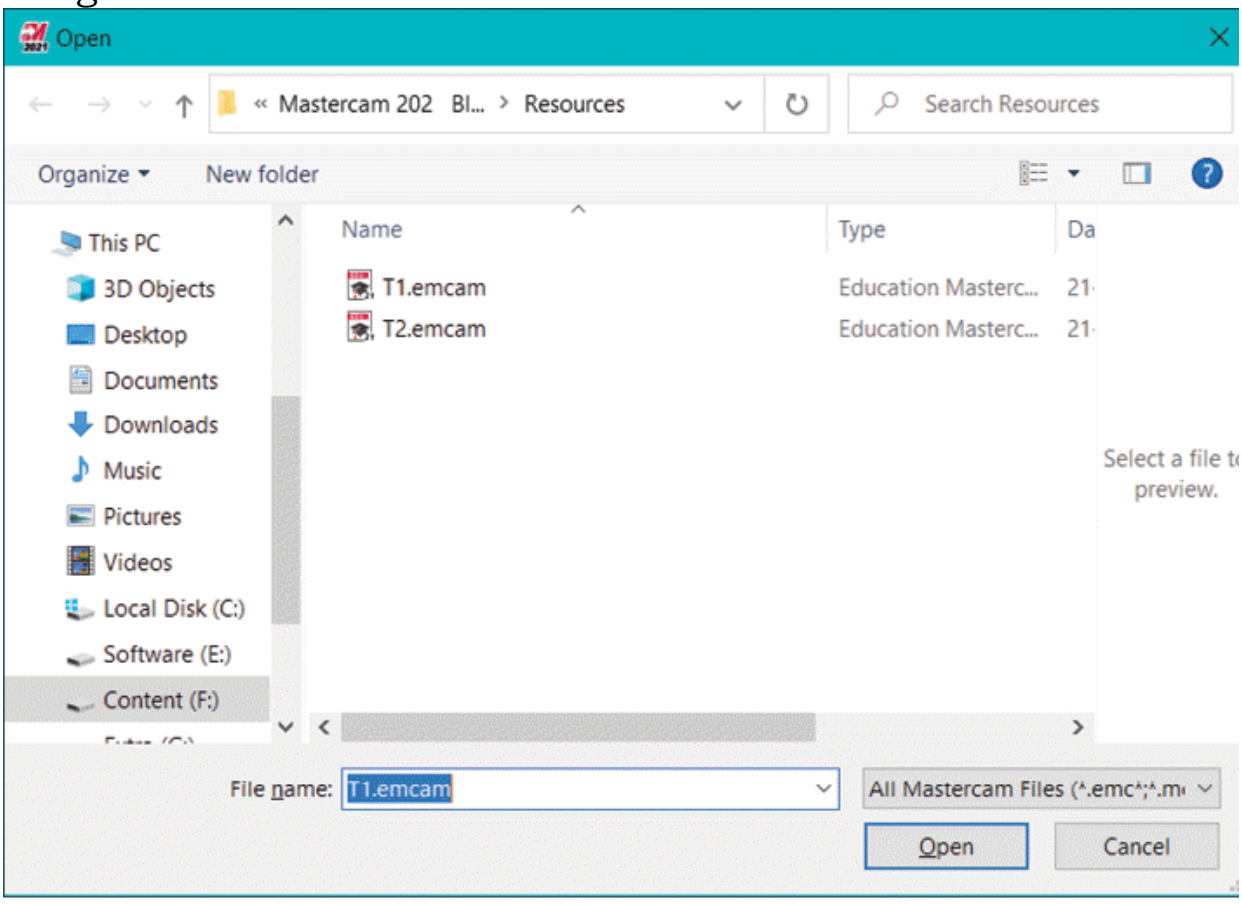

Figure-109. Open dialog box
- Start Mastercam and click on the **Open** button from the **Quick Access** toolbar displayed at top in the Application window. The **Open** dialog box will be displayed; refer to Figure-109.